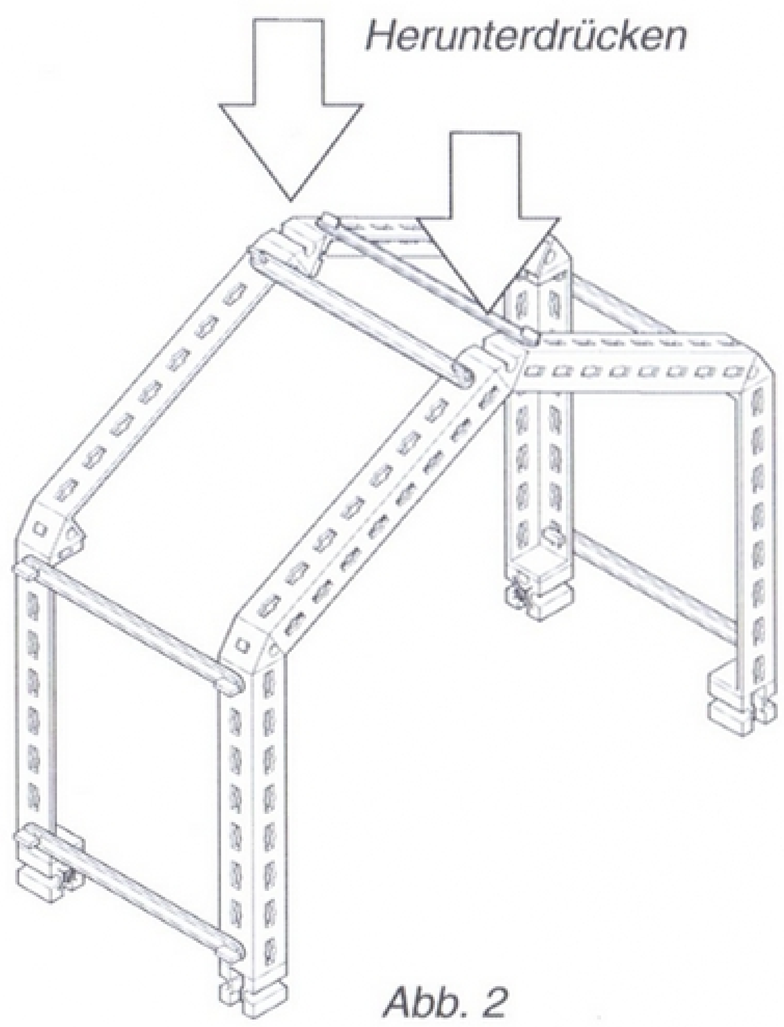

Abb. 2
1) Drückt auf das Dach wie in Abb. 2 gezeigt. Beschreibt, was mit der Struktur geschieht.